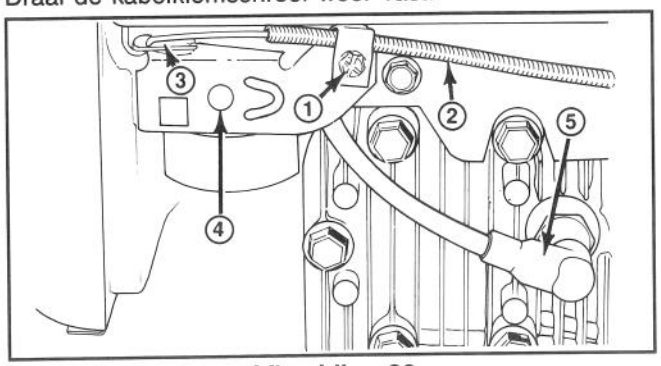
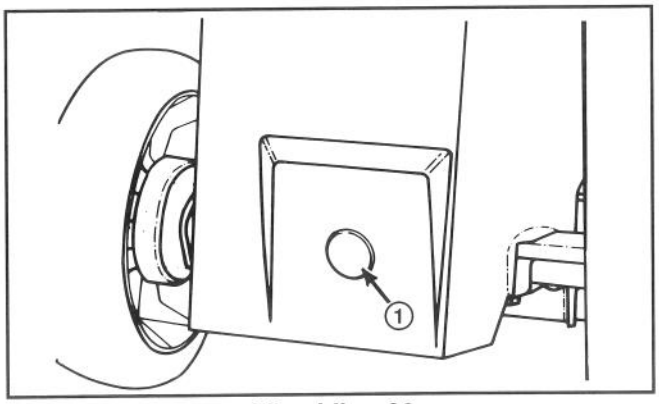

Afbeelding 20
Afbeelding 28
1. Zet de motor af en trek de draad van bougie (Afb. 20).
3. Maak de kabelklemschroef los, totdat de gaskabel heen en weer geschoven kan worden (Afb. 20). Breng de gasklephendel en de gasklepbeugel in één lijn met behulp van een pen met een doorsnede van 3 mm. Draai de kabelklemschroef weer vast.
1. Zet de motor af en trek de draad van de bougie (Afb. 20).
3. Zet de maaier op de hoogste maaistand (E).
4. CONTROLEREN VAN HET TRANSMISSIE-OLIE-PEIL—Verwijder de plastic dop van het vulpunt aan de achterkant van de maaier (Afb. 28).